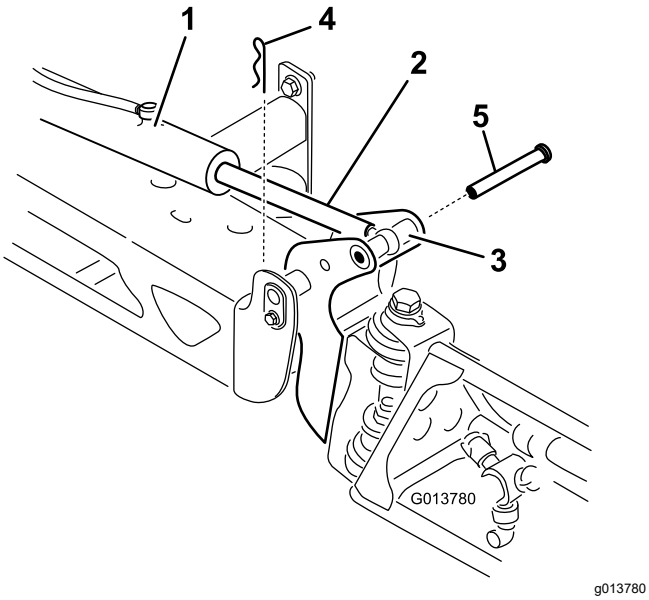

Figure 104
2. Remove the cotter pin from the pivot pin (Figure 104).
3. Lift up on the boom and remove the pin (Figure 104), and slowly lower the boom to the ground.
9. While holding the boom, insert the pin through both boom pivot and rod end (Figure 104).